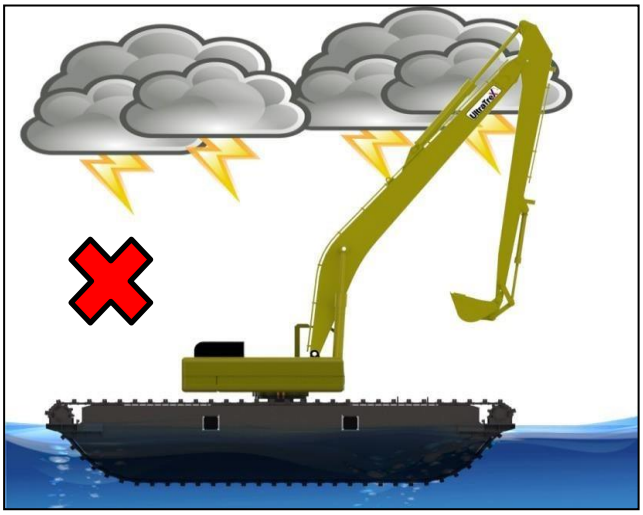

***Fig 3-1:*** *Avoid Traveling in Bad Whether*
4. Do not travel in bad weather conditions. Refer to Figure 3.1.